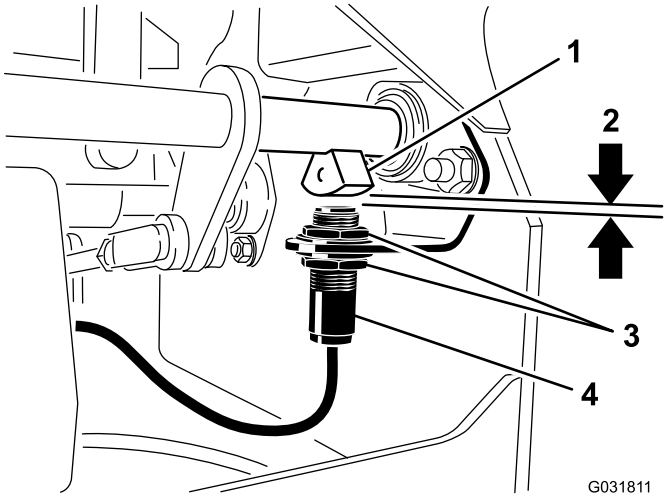

Figuur 48
4. Beweeg de schakelaar op of neer op de beugel tot de afstand tussen de sensor van de remas en de plunjer van de schakelaar 4 mm bedraagt; zie (Figuur 48).